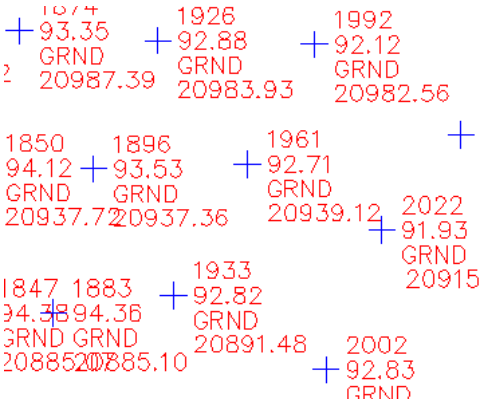

Figure 2-64 *Ground points displaying the point number, elevation, description, and northing of each point*
6. Next, choose the **OK** button; the **Point Group Properties - Ground Points** dialog box is closed. The ground points are displayed with a new point style and label style. Note that the point label displays the point number, elevation, description, and northing of each point, as shown in Figure 2-64.